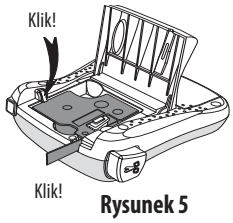

Rysunek 5
3. Dociśnij mocno, aż kasetka wskoczy na miejsce. Zobacz: Rysunek 5.